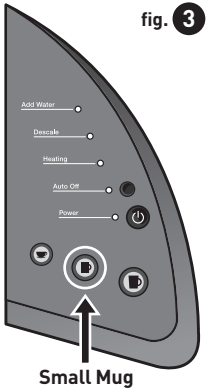

fig. 3
8. Lift and lower the Handle. Press the Small Mug Button to start a cleansing brew (fig. 3). Pour the hot water into the sink.